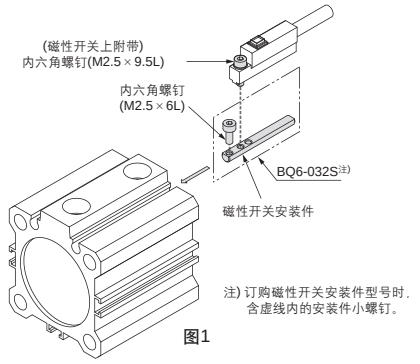
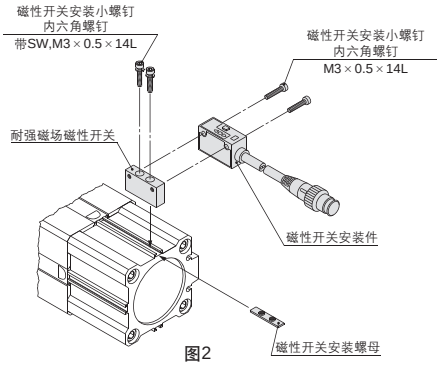

图1
图2
①在磁性开关安装件上，让磁性开关安装螺母从上面的通孔部，用磁性开关安装件安装小螺钉不会脱落那样的安装。
②把磁性开关安装螺母和磁性开关安装件的组件安装在导槽部上(螺母通过导槽部。)，大体设置在磁性开关安装位置。
③在磁性开关本体的通孔部上，让磁性开关安装小螺钉通过，把磁性开关预固定在磁性开关安装件上。
④确认检测位置后，拧入磁性开关安装件安装小螺钉及磁性开关安装小螺钉，固定磁性开关。(紧固力矩约为0.5~0.7N·m，参见图1及图2)。
※仅D-P79WSE安装在磁性开关安装件时，有安装方向性。必须软质树脂模压面与磁性开关安装件连接进行装着。(参见图2)